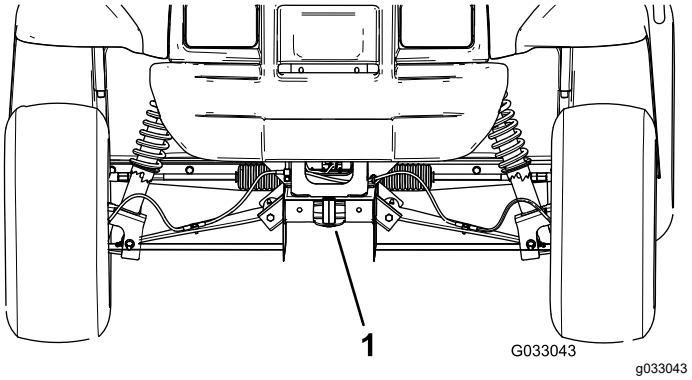

Figura 20
- O ponto de elevação dianteiro da máquina encontra-se na zona dianteira do chassis, por trás do garfo de reboque (Figura 20).